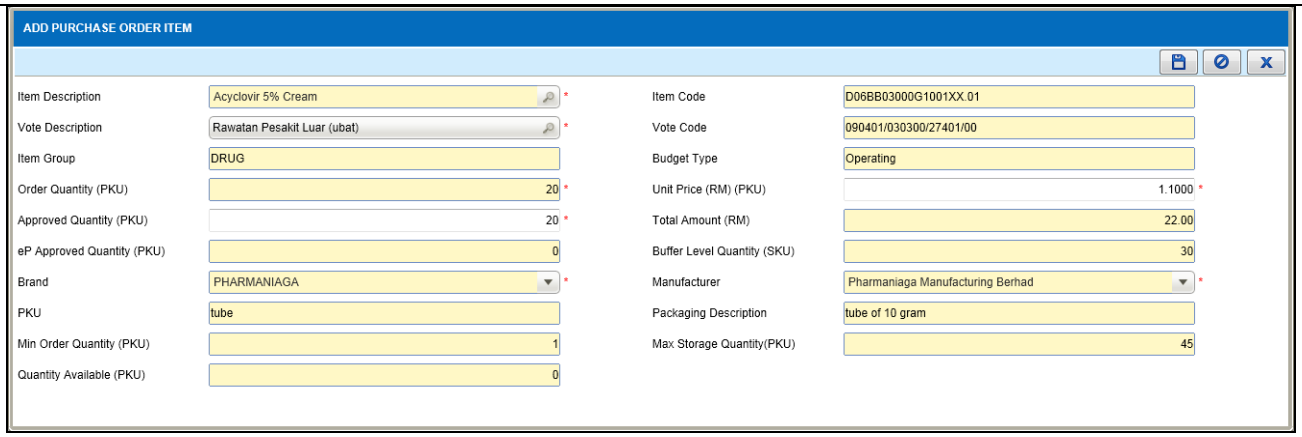

Figure 3.3-3 Add Purchase Order Item
Double click on item details in the '***Purchase Order Details***' section and system will display screen as shown in Figure 3.3-3. Amend 'Approved Quantity (PKU) and Unit Price (RM) if necessary